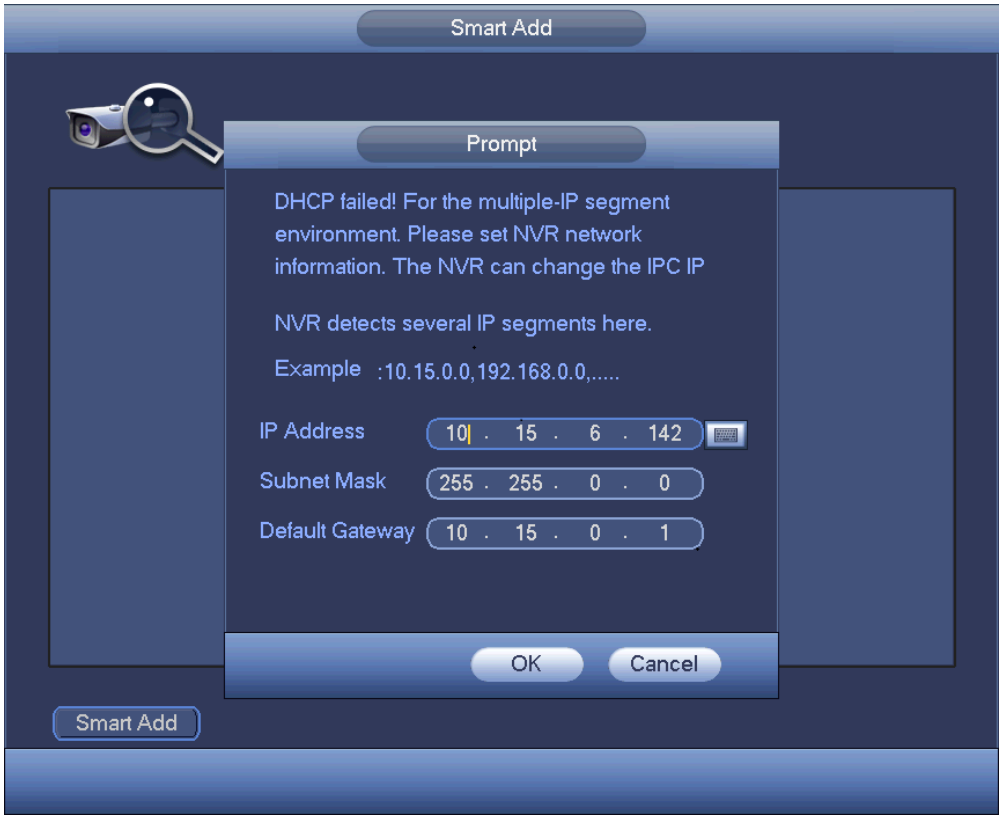

Figure 4-20
3) After complete DHCP function, device is automatically adding network camera to the corresponding channels. See Figure 4-20.